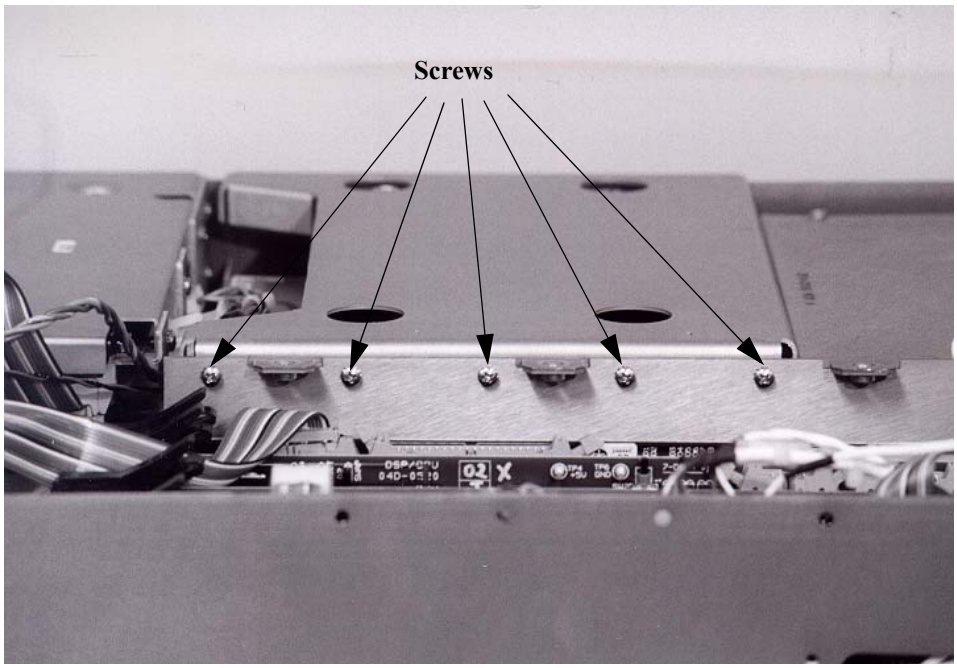

Figure 4.45 Transformer Cover, Screw Locations on Card Cage
1. If it has not already been done, remove the card cage cover. See ”Removing the Card Cage Cover” on page 4-48. The Transformer cover will be visible as in Figure 4.45.
- Remove five screws (Figure 4.45) using a 15” Phillips-head screwdriver. These screws are located inside the card cage, near the top, where the card cage is attached to the Transformer cover.